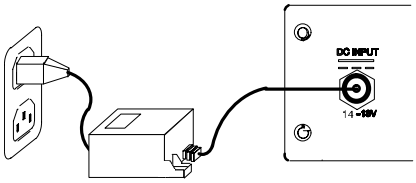

FIGURA 4
1. Collegate l'alimentatore all'apposito connettore sul pannello posteriore del ricevitore, come indicato in Figura 4; collegate l'altra estremità dell'alimentatore a una presa di corrente.